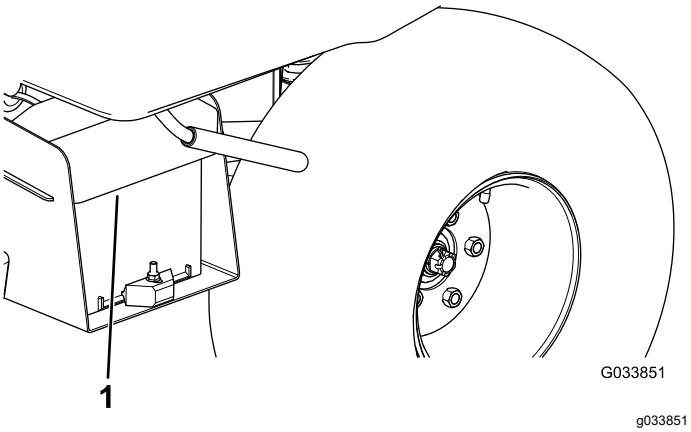

**Figur 4**
1. Kläm batterikåpan för att frigöra flikarna från batterilådan (Figur 4).
2. Ta bort batterikåpan från batterilådan (Figur 4).
6. Rikta in batterikåpan mot batterilådan (Figur 4).
7. Kläm ihop batterikåpan, rikta in flikarna mot batterilådan och släpp batterikåpan (Figur 4).